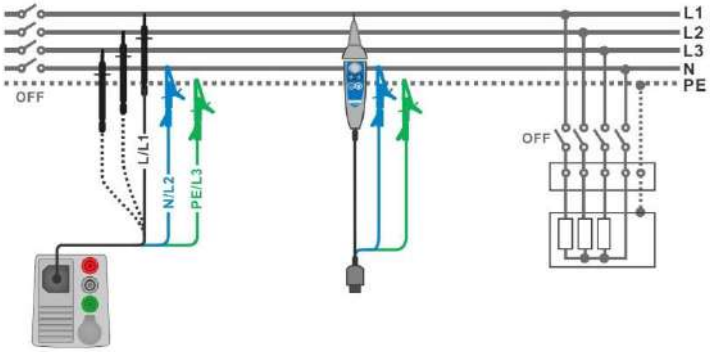

Figure 7.12: Connection of 3-wire test lead and Tip commander
- Connect test leads to object under test (see ***Figure 7.12***).